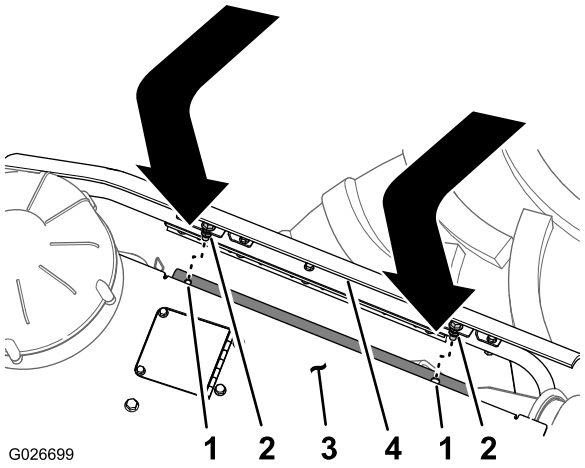

Figura 61
2. Allineate il bullone di fissaggio sopra al pannello laterale con il foro nella flangia di supporto del pannello del cofano (Figura 61).